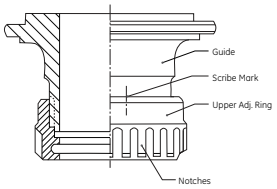

Figure 15: Upper Adjusting Ring and Guide Assembly
13. Remove the upper adjusting ring pin from the valve base. Remove the upper adjusting ring and guide assembly from the base by lifting straight up on the guide being careful not to disturb the upper adjusting ring adjustment. **Mark the radial position of the upper ring notches** relative to the guide by marking or scribing axially on the guide, then making a corresponding mark axially on the upper adjusting ring (see Figure 15). Recording Dimensions B and C and marking of the upper adjusting ring and guide will aid in setting the adjusting ring in exactly the same position it was in prior to disassembly.